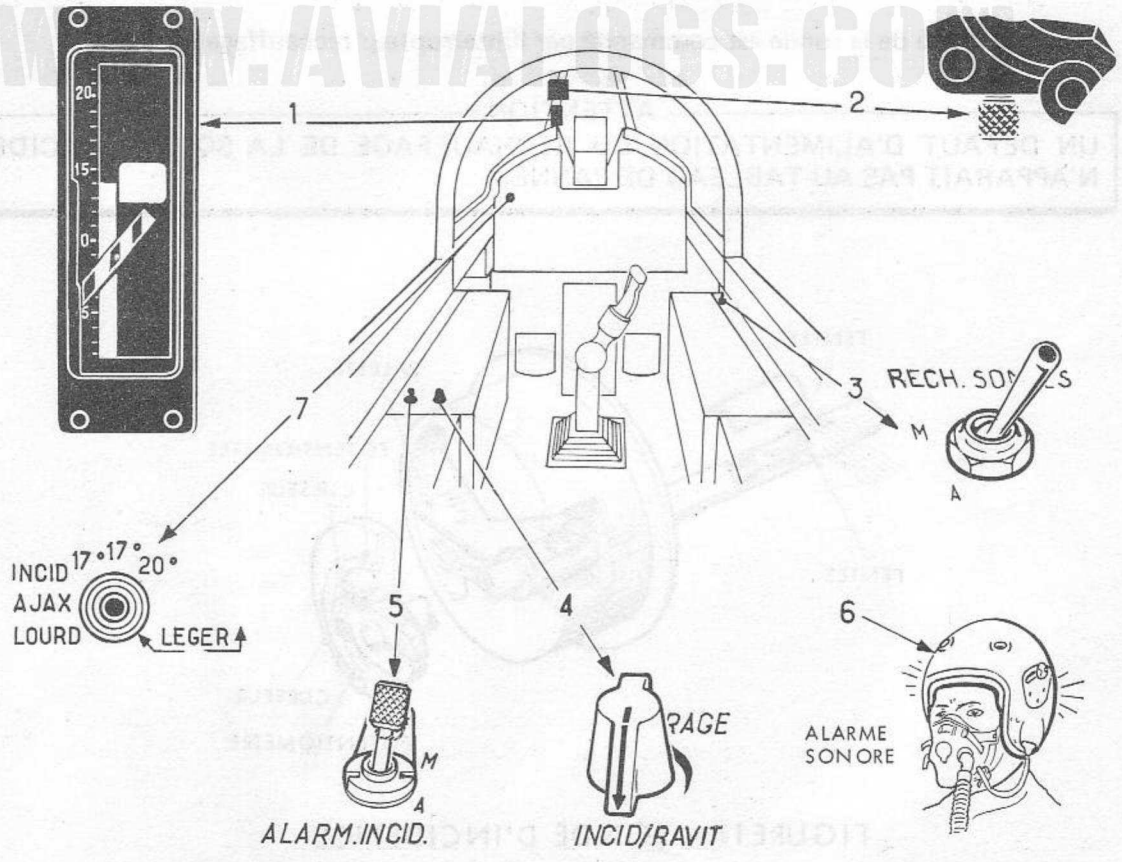

FIGURE 9 - COMMANDES ET CONTROLES DE L'INSTALLATION D'INCIDENCE
9.2.1 - Commandes et instruments de contrôle (Fig. 9)